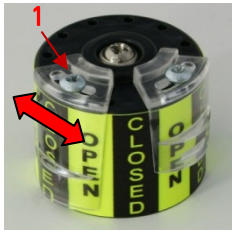

Abb. 8
1) Bringen Sie den Antrieb in die gewünschte Endlage 1 und stellen Sie den Betätiger für den unteren Schalter ein. Lösen Sie dazu die Schraube 1 oben am Betätiger und verschieben Sie ihn in die Position, in welcher der untere Schalter betätigt wird. Es ist auch möglich, die Schraube in ein anderes Loch zu setzen, um den Schwenkbereich zu ändern (z.B. auf 120°). (Abb. 8)